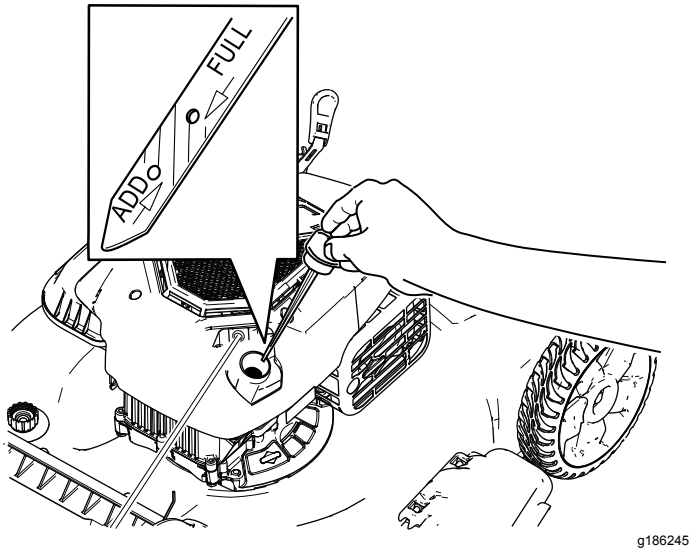

Рисунок 12
2. Извлеките масломерный щуп, повернув крышку против часовой стрелки и вытянув его (Рисунок 12).
5. Определите уровень масла по отметкам на щупе (Рисунок 12).